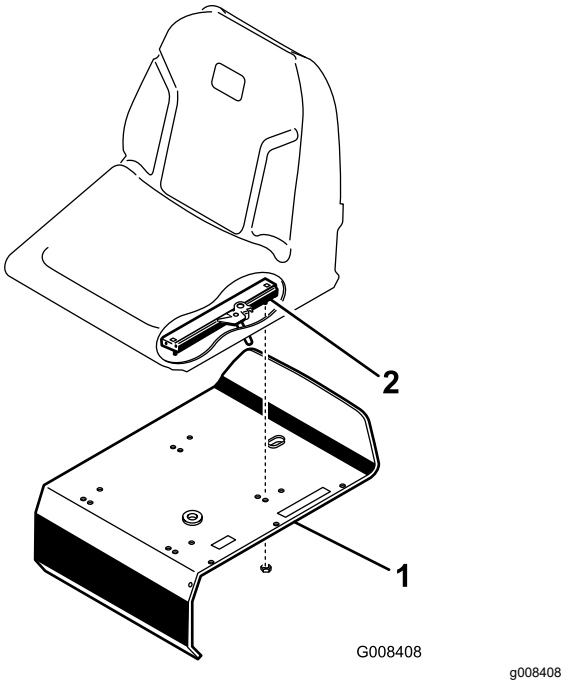

Figuur 3
3. Bevestig de stoelrails aan de steunplaat met behulp van de borgmoeren (5/16") die meegeleverd zijn als losse onderdelen (Figuur 3).